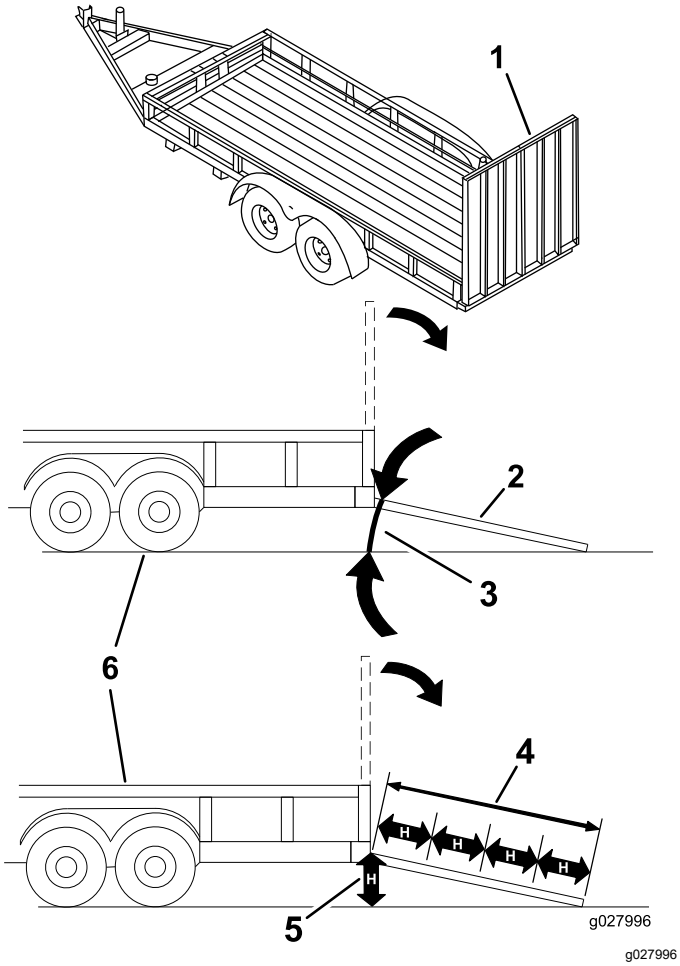

Rysunek 32
Ładowanie maszyny na przyczepę lub ciężarówkę zwiększa prawdopodobieństwo przewrócenia maszyny, co może prowadzić do poważnych obrażeń lub śmierci (Rysunek 32).
3. Obniż pochylnię i upewnij się, że kąt pomiędzy pochylnią, a podłożem nie przekracza 15 stopni (Rysunek 32).
1. Obniż pochylnię i upewnij się, że kąt pomiędzy pochylnią, a podłożem nie przekracza 15 stopni (Rysunek 32).